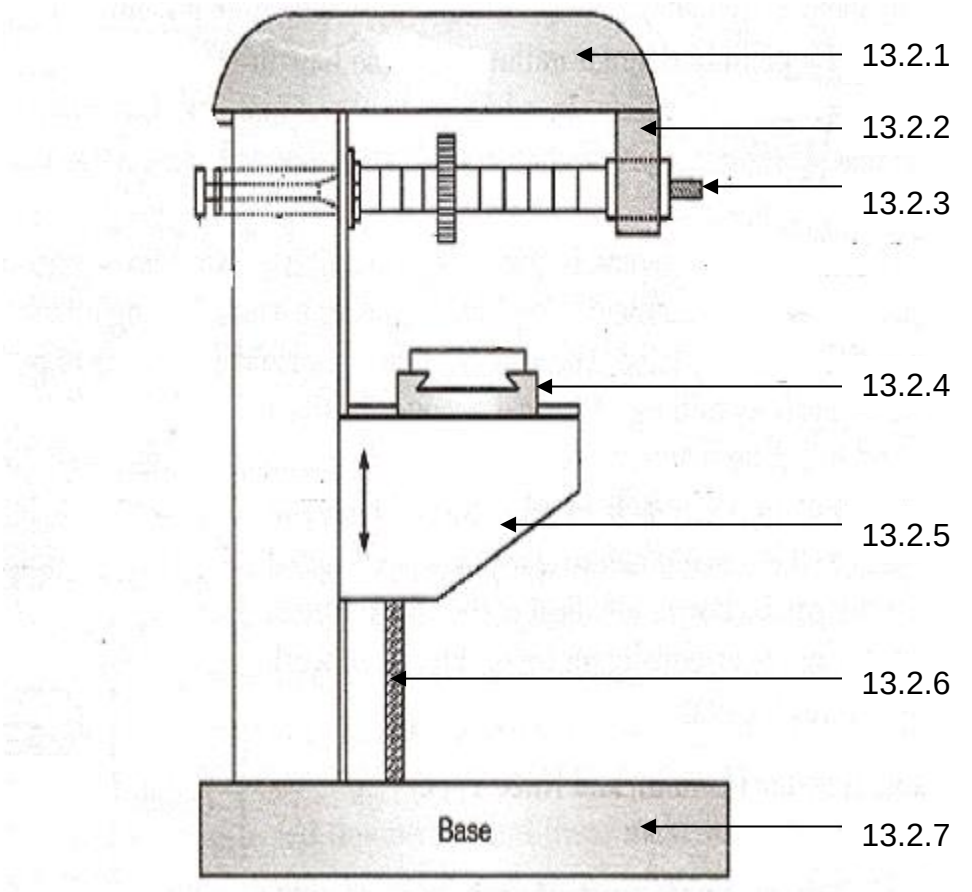

FIGUUR 5
13.2 FIGUUR 5 hier onder toon 'n diagram van 'n freesmasjien.